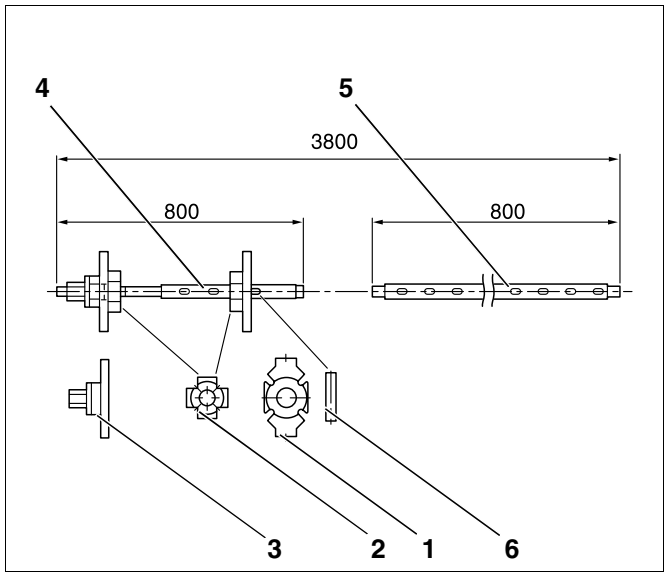

Рис. 2 Стяжной инструмент котла, размер 2.3 (размеры в мм)
- стяжной инструмент котла 2.3 (рис. 2, стр. 10)